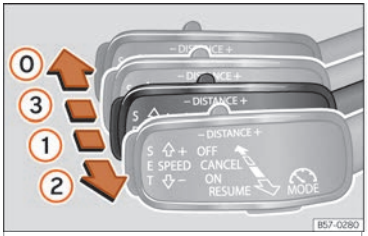
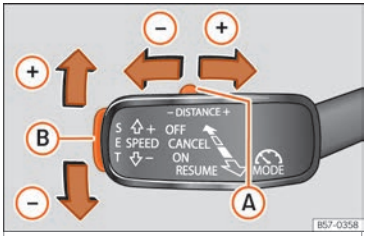

Fig. 157 On the left of the steering column: operating the ACC with the third lever.
Fig. 158 On the left of the steering column: operating the ACC with the third lever.
Your vehicle has ACC if it has a third lever to the left of the steering column ››› Fig. 157.
- Move the third lever to position **ON** ››› Fig. 157 ①
- To start regulation, press button **SET** ››› Fig. 158 Ⓑ or move the lever to position **RESUME** ››› Fig. 157 ②.
To set the speed, move the third lever up **+** or down **–** to the desired speed ››› Fig. 158. The speed is adjusted at intervals of 10 km/h (5 mph).
When the ACC is active, the lever can be moved to position **RESUME** ››› Fig. 157 ② to increase the desired speed by 1 km/h (1 mph). You can then press **SET** to decrease it by 1 km/h (1 mph).
- Move button Ⓐ ››› Fig. 158 right or left to increase or decrease the distance.
- Move the third lever to position **CANCEL** ››› Fig. 157 ③ or press the brake pedal.